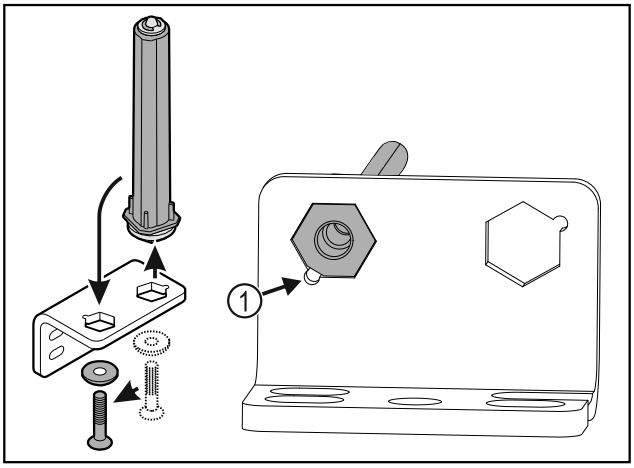

Fig. 16
▶ Звертати увагу на те, щоб при вставці нахил пальця *Fig. 16 (1)* показував на круглий отвір.